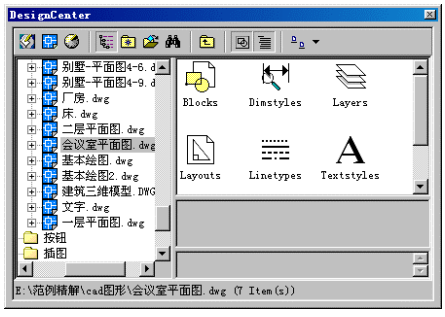

图 5-2　指定文件路径
3. 在【DesignCenter】左侧文件栏中指定“会议室平面图.dwg”文件所在路径，如图 5-2 所示。（读者可以在本书附赠光盘上搜寻所需要的平面图文件）